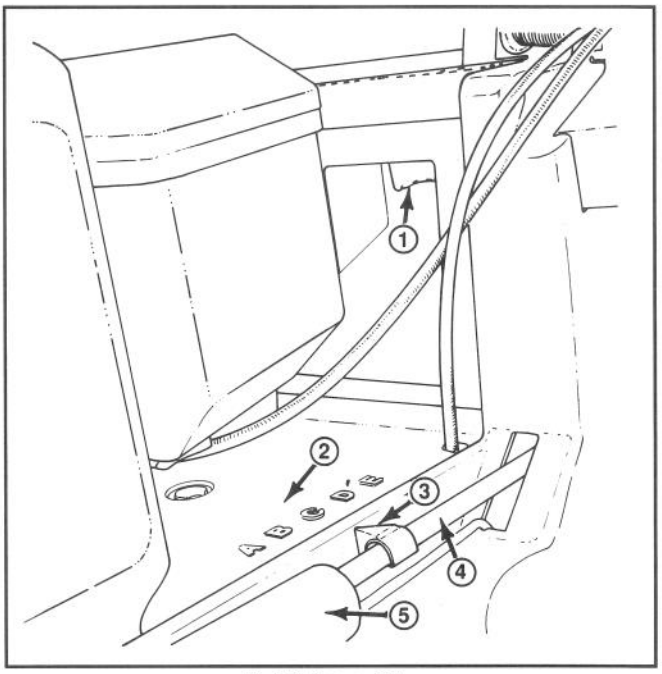

Abbildung 13
2. Den Hebel für die Schnitthöheneinstellung mit einem oder zwei Fingern drücken (Abb. 13).